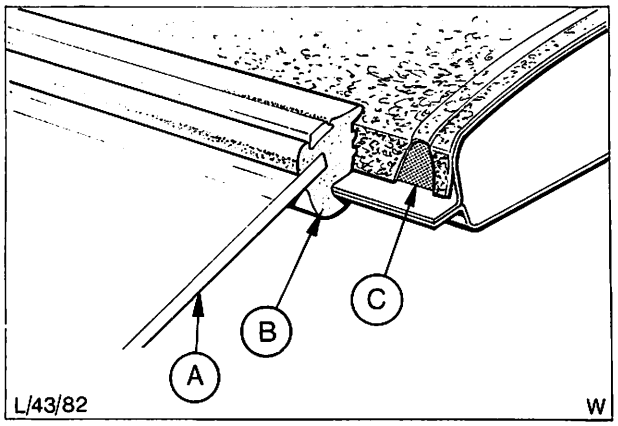

Abb. 6 Bespannung unter dem Windschutzscheibengummi
14. Bezug an den „A"-Säulen und im Windschutzscheibenrahmen festkleben, Abb. 6.